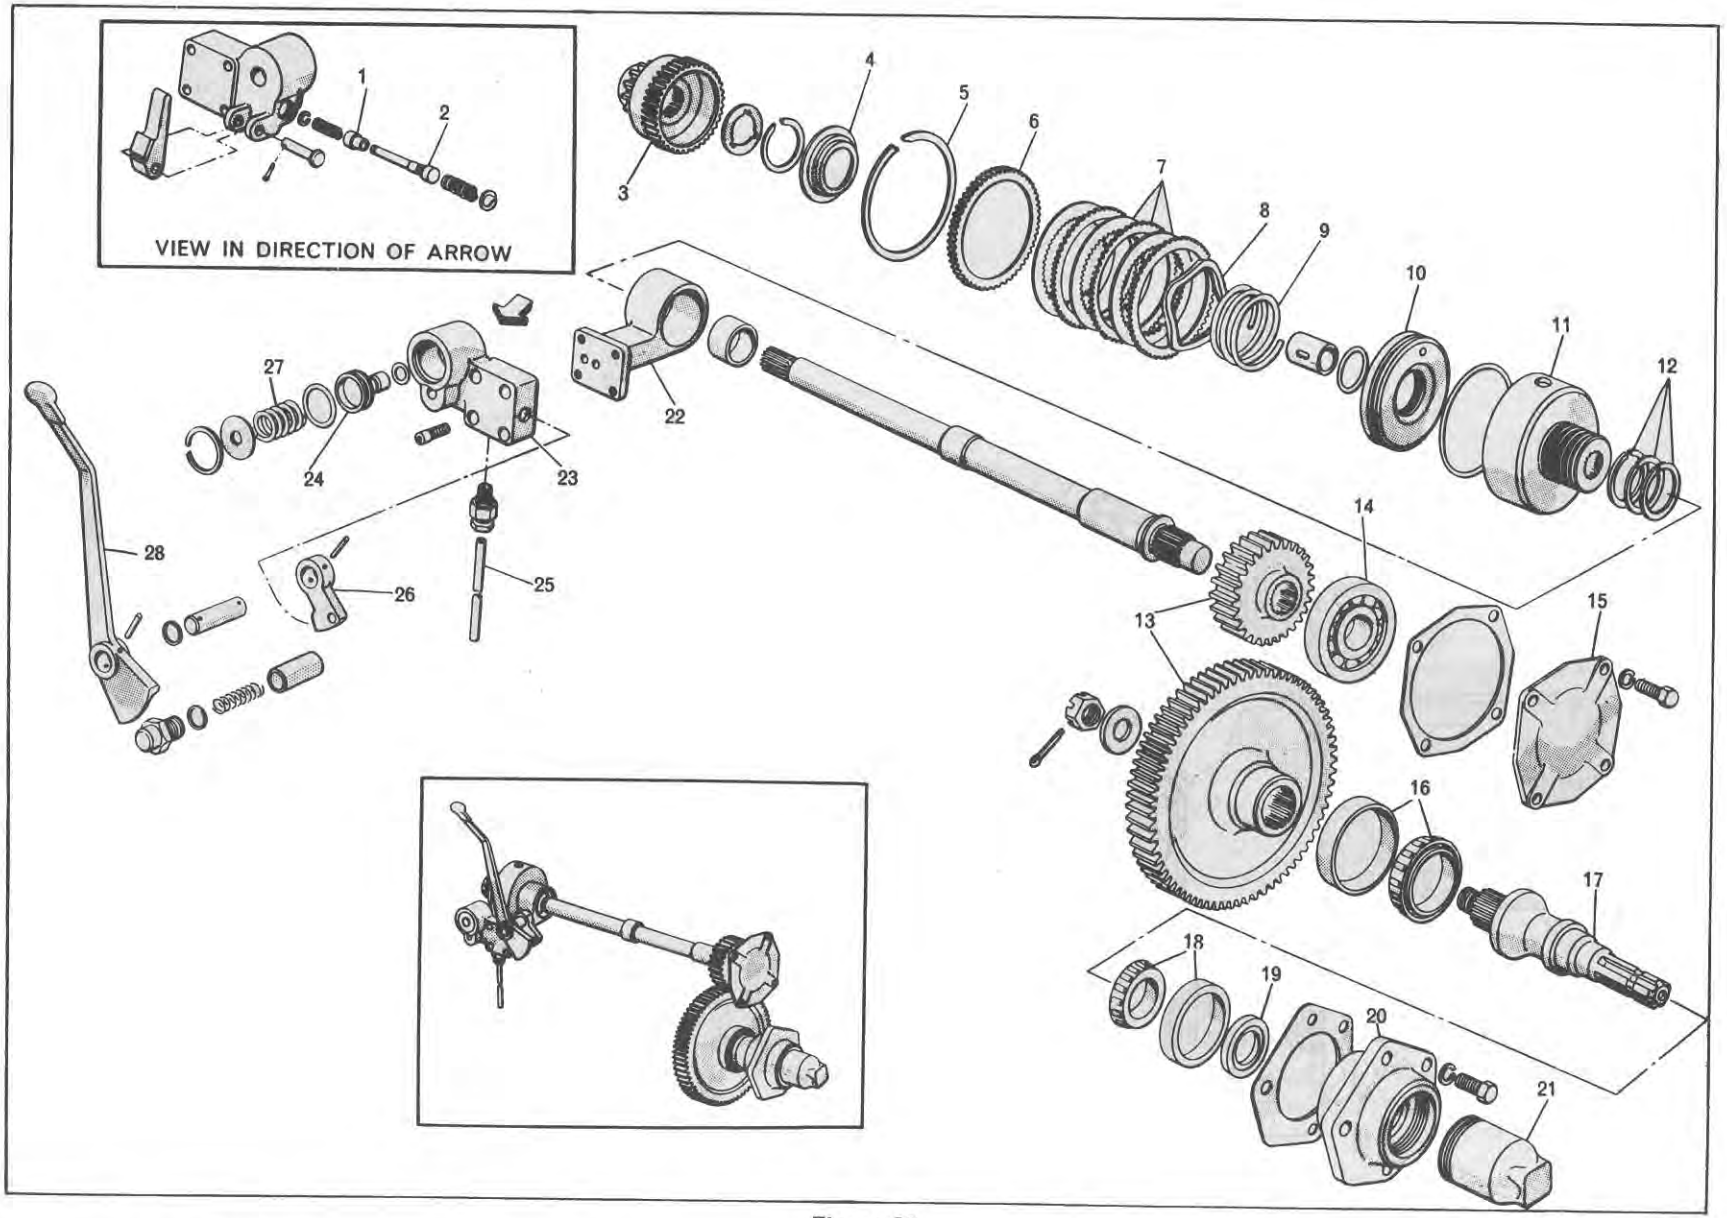

Figure 22
1. Remove the four allen screws retaining the valve support to the valve housing, Figure 22. Separate the support and clutch pack assembly from the valve housing.
4. Remove the pressure control valve spring retaining snap ring and remove the spring and pressure control valve, Figure 22.
8. Assemble the valve housing to the valve support housing using a new gasket between them. Install and tighten the four allen screws, Figure 22, to the specified torque.
1. Position the clutch and valve assembly in the centre housing. Engage the internal splines of the clutch plates with the splines on the clutch hub which is integral with the hydraulic pump drive gear and splined to the P.T.O. countershaft, Figure 22. Make sure the thrust washer is in place with the three prongs located in the holes in the hub of the clutch housing.